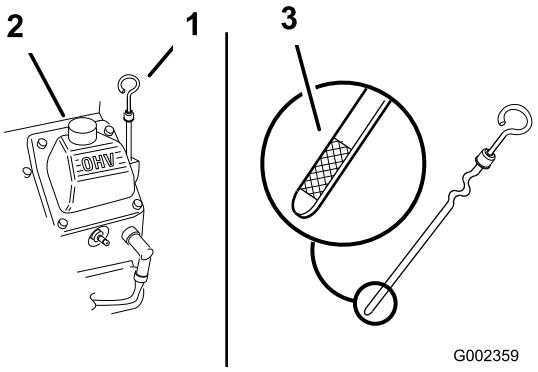

Figur 19
3. Rengør området omkring målepinden (Figur 19), så der ikke trænger snavs ned i påfyldningshullet, hvilket kan beskadige motoren.
4. Skru målepinden af, og tør enden ren (Figur 19).
5. Før målepinden helt ind i påfyldningsrøret, men skru den ikke fast på røret (Figur 19).
6. Hæld langsomt ca. 80 % af den angivne olie i påfyldningsrøret (Figur 19).